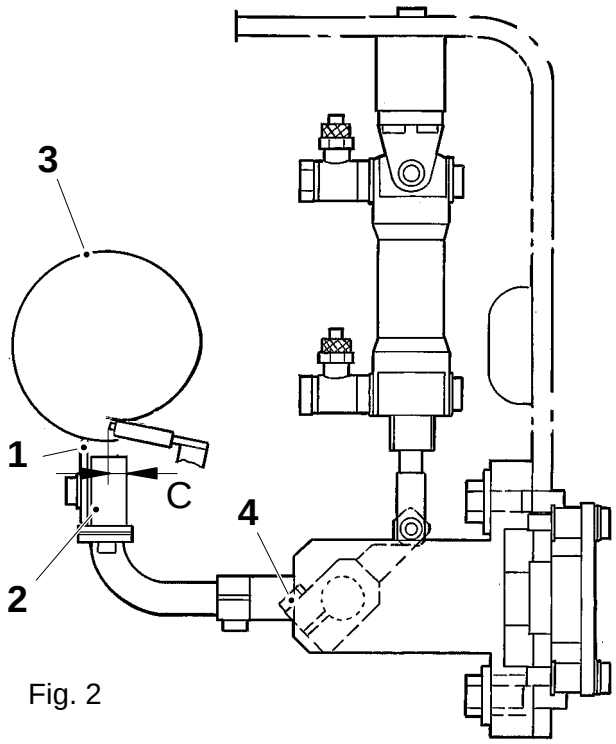

Fig. 2
The heating can be altered by adjusting the clamp union (4), see fig. 2. More heat is transferred if the nozzle is closer to the material tube (3).